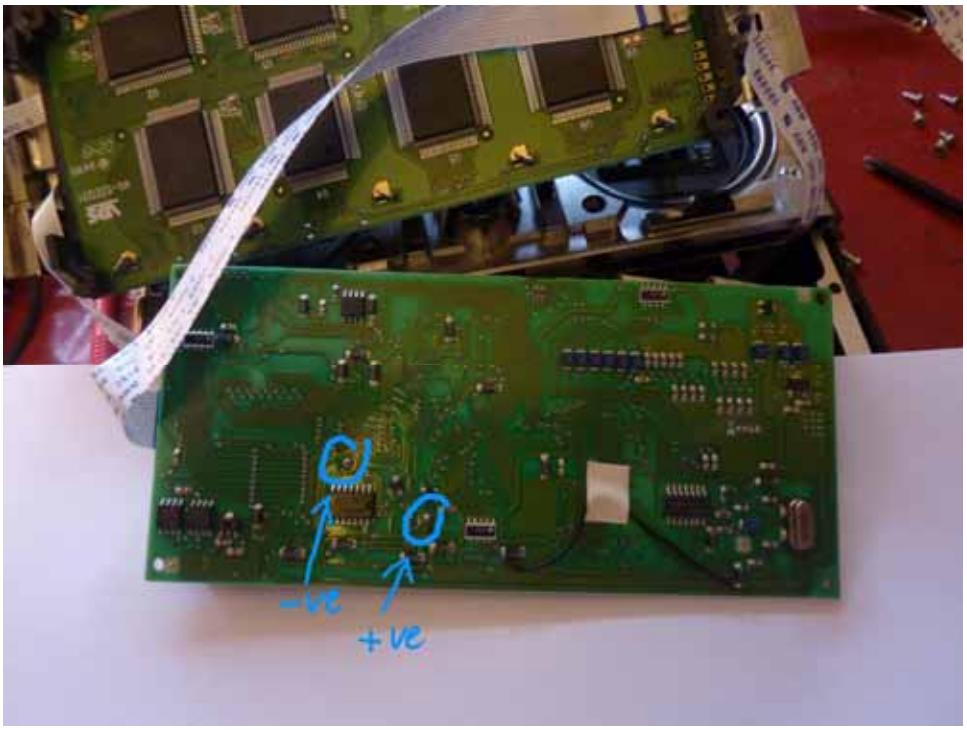

Figure 26 Top PCB 'Flipped' and Battery Terminals Exposed
7. Flip the top PCB onto its back (see Figure 26).
8. Desolder and remove the old battery terminals using your iron and pump, being careful to note which terminal is +ve and which is –ve (see Figure 26)